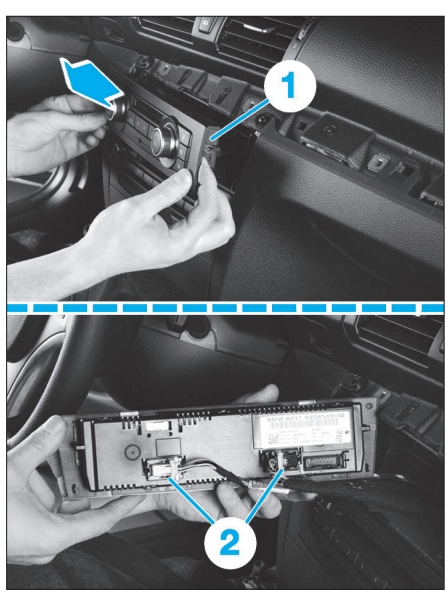

Fig. 37
- le panneau de commande en (1) **(Fig.37)**.